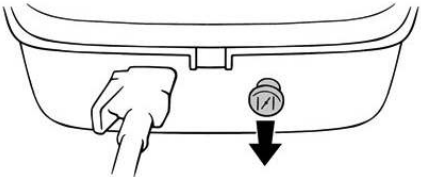

Рис. 31 Рычаг управления воздушной заслонкой
2. Если двигатель лодочного мотора холодный, перед запуском вытяните рычаг управления воздушной заслонкой (закрытое положение) (Рис. 31). После запуска двигателя полностью задвиньте рычаг.